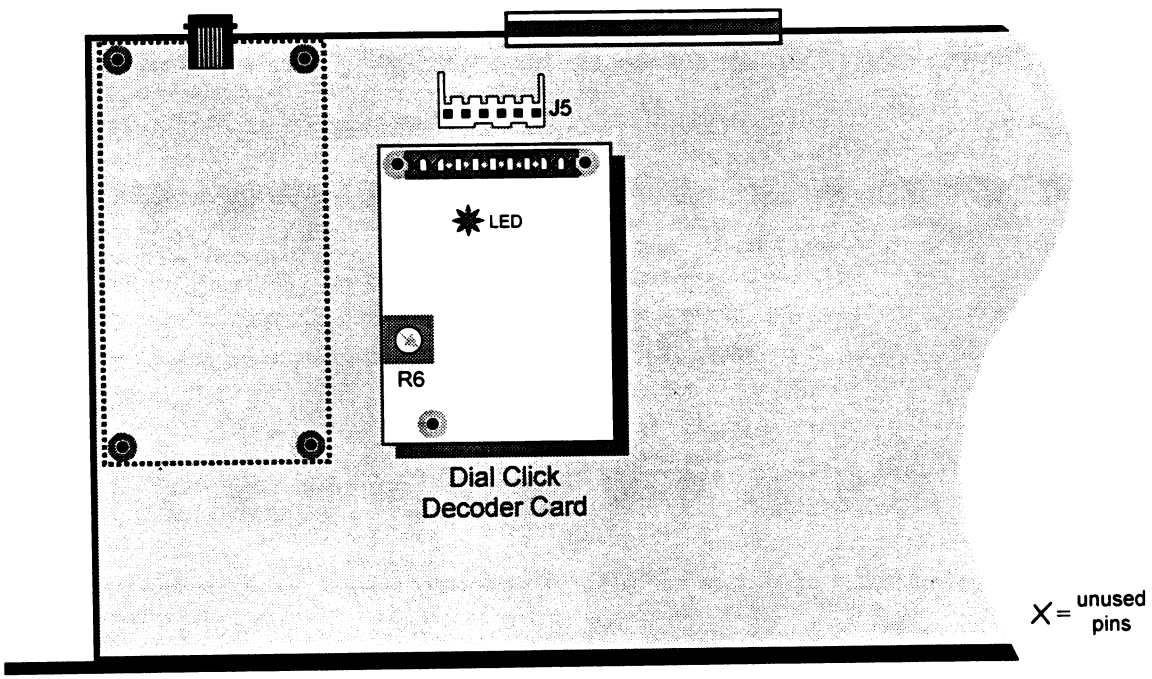

Figure 5-6. Dial Click Decoder Card Installation
Figure 5-6 illustrates the location of the dial click card and the associated connector. Although the dial click card has a 10-pin interface, only 6 of the signals are active. The connector should be centered over the female port on the main board, leaving 2 pins on either side unused.
- ❑ 2. Start dialing digits while adjusting the pot (R6) on the dial click card. See Figure 5-6 for the exact location of the pot.